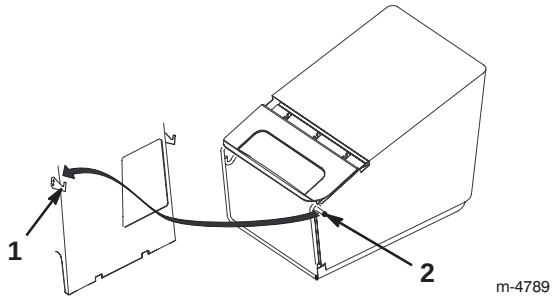

Bild 13
4. Hängen Sie die Fangkorbrahmenstifte in den Chassishaken ein, siehe Bild 13.
4. Haken Sie die Fangkorbrahmenstifte aus den Chassishaken aus, siehe Bild 13.